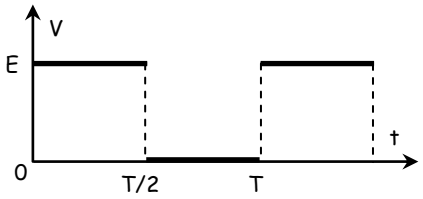
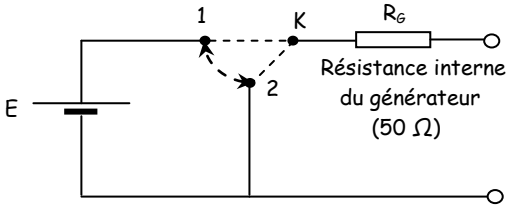

figure :1
figure :2
*1°) But :* Le but de ce TP est de découvrir et analyser la réponse des circuits *RC* série (résistance et condensateur) et *RL* série (résistance et bobine) soumis à un échelon de tension (figure 1). Le générateur délivrant une telle tension est équivalent au schéma de la figure 2. IL permettra de bien mettre en évidence le régime transitoire qui existe lors de l'établissement du courant.